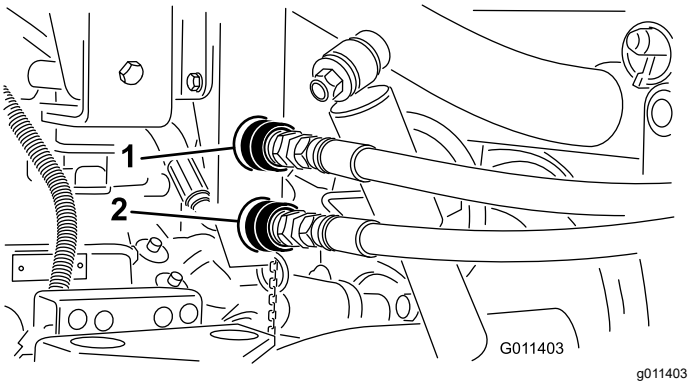

Figur 18
1. Fjern smuss fra hurtigkoblingene for overgjødslerslangen (Figur 18).
Merk: Koblingene vist i Figur 18, er fra kjøretøy med serienumre 239999999 og før.